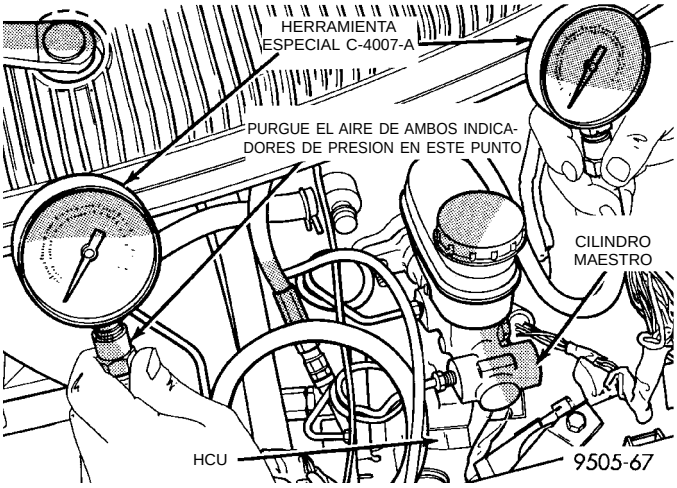

Fig. 31 Indicadores de presión instalados en las conexiones para prueba de presión en la HCU
(8) Instale un Indicador de presión, Herramienta especial C-4007-A en cada conexión para prueba de presión (Fig. 31). Purgue en el indicador de presión el aire de la manguera conectada entre la conexión para